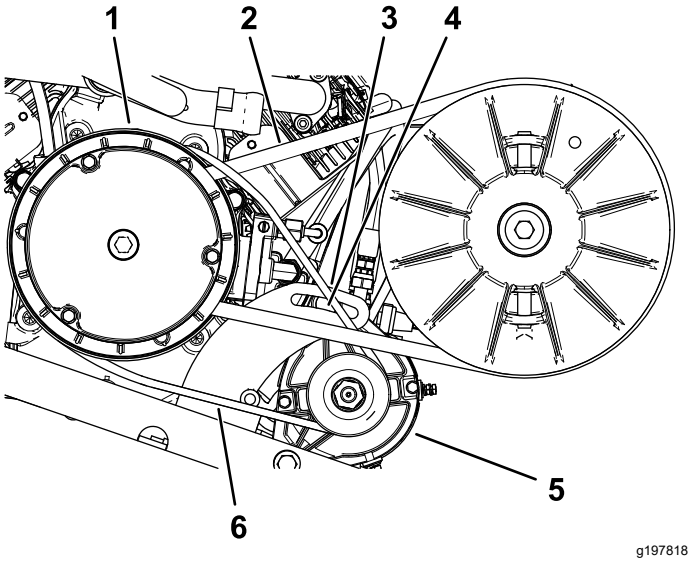

Figur 71
2. Løsne startergeneratorens svingmutter (Figur 71).
4. Trykk spikerjernet nedover for å vri starteren ned i sporet til remspenningen er 6 mm ved 44 Nm styrke (Figur 71).
5. Stram svingmutteren for hånd, og fjern spikerjernet (Figur 71).